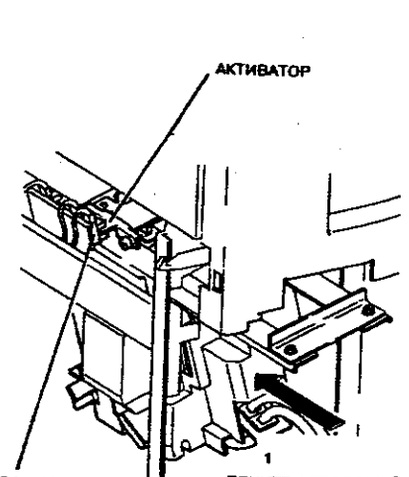

**Рисунок 5. Установка модуля степлера**
1. (Рисунок 5) Осторожно задвигайте модуль степлера до тех пор, пока активатор головки степлера не достигнет датчика 2 положения двойного сшивания (Q11-374).
*ПРИМЕЧАНИЕ: (Рисунок 5) Шаг 3 позволяет логике управления проконтролировать положение модуля степлера при инициализации сортера-степлера.*